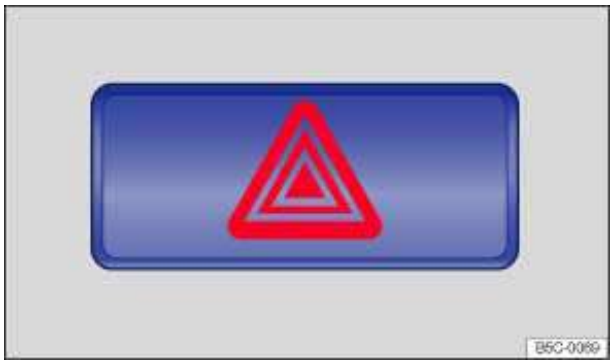

Fig. 129 In the center of the instrument panel: Switch for emergency flashers.
2. Switch on emergency flashers by pressing the ⚠ switch ⇒ fig. 129.